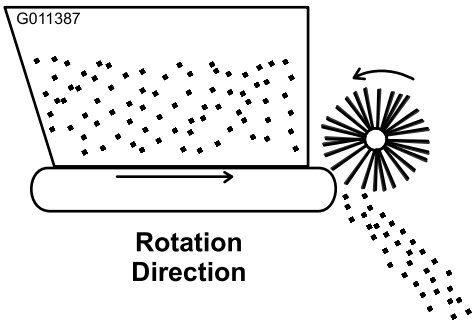

Figur 18
4. Start kjøretøyets motor og test rotasjonen til transportbåndet og børsten. Sett hydraulikkspaken til Workman-kjøretøyet i "kjør"-stillingen. Rotasjonen skal være slik det vises i Figur 18. Hvis rotasjonen går baklengs, må hurtigkoblingene snus.